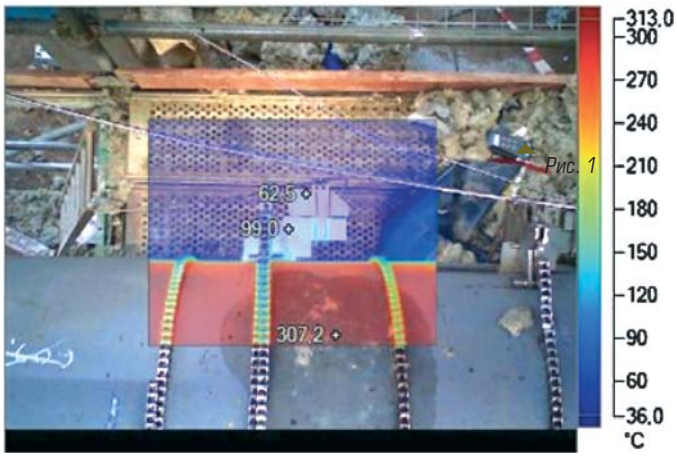

Рис. 4. Распределение температуры на волноводной пластине
- Датчики и горячую поверхность трубы разделяют волноводные пластины специальной формы (рис. 4).